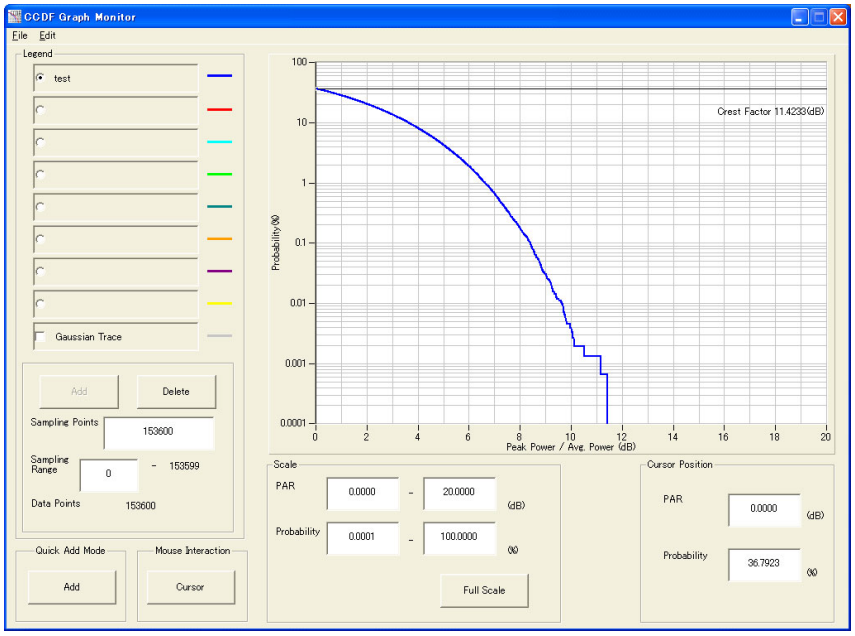

Figure 3.4-1 CCDF Graph Monitor screen
2. Select **[CCDF]** from the **[Simulation]** menu or click the tool button. The CCDF Graph Monitor screen shown in Figure 3.4-1 is displayed with the trace of the generated waveform pattern.